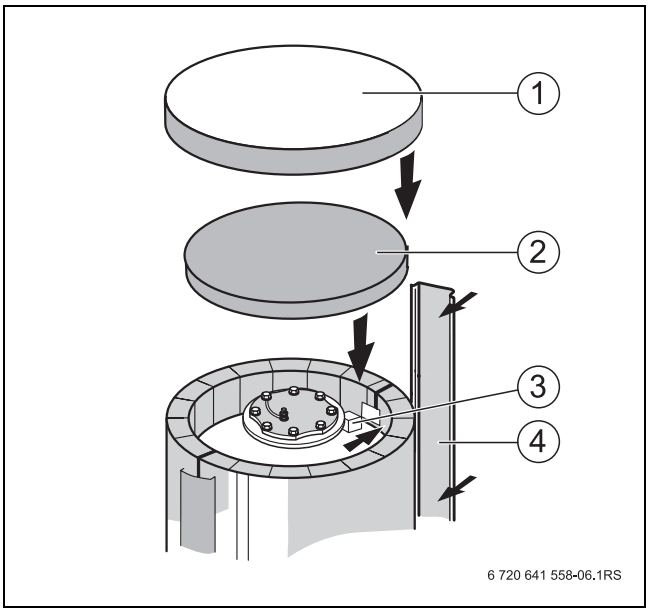

Рис. 10 Верхняя теплоизоляция
- Снимите крышку бойлера и верхнюю теплоизоляцию (→ рис. 10, стр. 11).